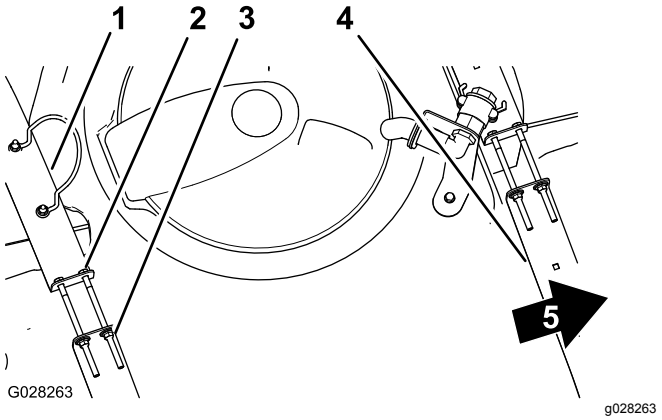

Figuur 18
2. Controleer of u de tankbanden op de tank kunt bewegen (Figuur 18).
3. Als de tankbanden te los om de tank heen zitten, draai dan de flensborgmoeren en de bouten bovenaan de banden aan tot de banden gelijk komen met het oppervlak van de tank (Figuur 18).